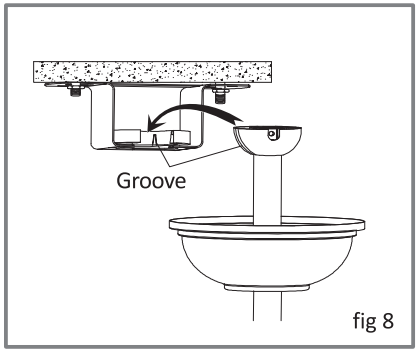

fig 8
2) Ensure the rod ball's groove is lined up with tab on the hanger bracket. (fig 8)